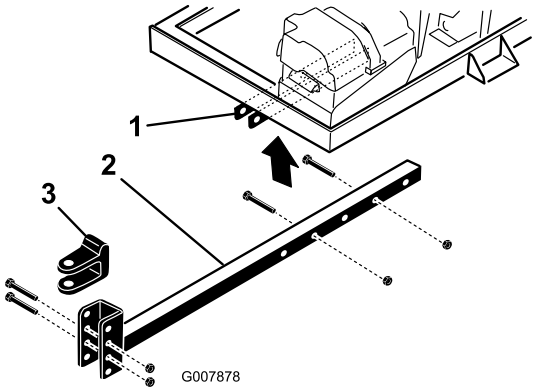

Figuur 5
2. Plaats de trekhaakbuis in de framesteunen (Figuur 5). Bevestig de buis aan het frame met 2 bouten (3/8 x 3 inch) en flensmoeren (3/8 inch).
- Verwijder de bouten en sluitmoeren waarmee de trekhaak is bevestigd (Figuur 5) aan de trekhaakbuis.
- Verwijder de bouten en de moeren waarmee de trekhaakbuis is bevestigd aan de framesteunen (Figuur 5).